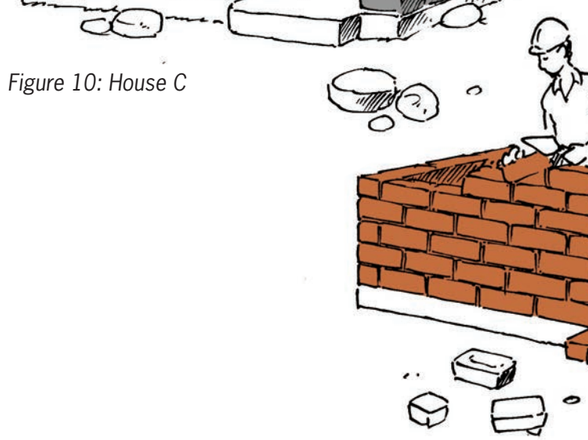

Figure 10: House C
3. (a) What material is being used to build the house in Figure 10?
(c) What tools are being used by the people building the house in Figure 10?